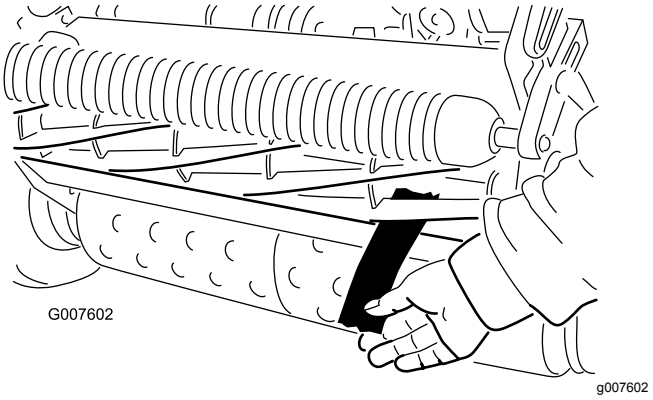

Figuur 53
12. Test de maaiprestaties door een lange strook maaitestpapier tussen het ondermes en de messenkooi te steken, loodrecht op het ondermes (Figuur 53). Draai de messenkooi traag naar voren. Het papier moet gesneden worden.